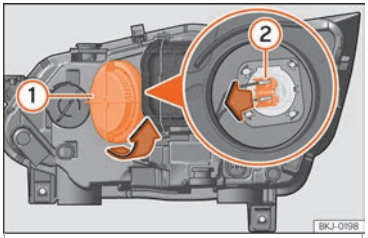

Fig. 103 No compartimento do motor: lâmpada da luz de máximos.
– Rode a tampa ① para a esquerda e retire-a ››› Fig. 103.
– Retire o conetor da lâmpada ② puxando para fora.
– Coloque o conector da lâmpada ②.
– Coloque a tampa ① rodando para a direita.